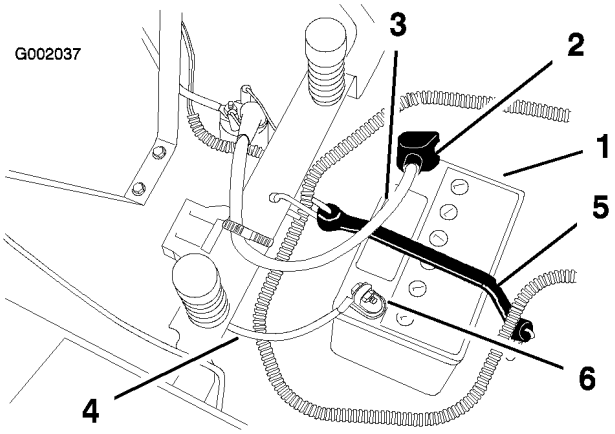

Figure 31
4. Débranchez le câble négatif (noir) de mise à la masse de la borne de la batterie (Figure 31).
5. Repoussez le capuchon en caoutchouc sur le câble positif (rouge). Débranchez le câble positif (rouge) de la borne de la batterie (Figure 31).
6. Enlevez la sangle de maintien de la batterie (Figure 31) et ôtez la batterie de son support.
1. Placez la batterie sur son support, les bornes à vers l'arrière(Figure 31).
4. Fixez les câbles à l'aide de 2 boulons de chariot (1/4 x 3/4 pouce), 2 rondelles (1/4 pouce) et 2 ecrous-papillons (1/4 pouce) (Figure 31).
6. Fixez la batterie en place à l'aide de la sangle de maintien (Figure 31).